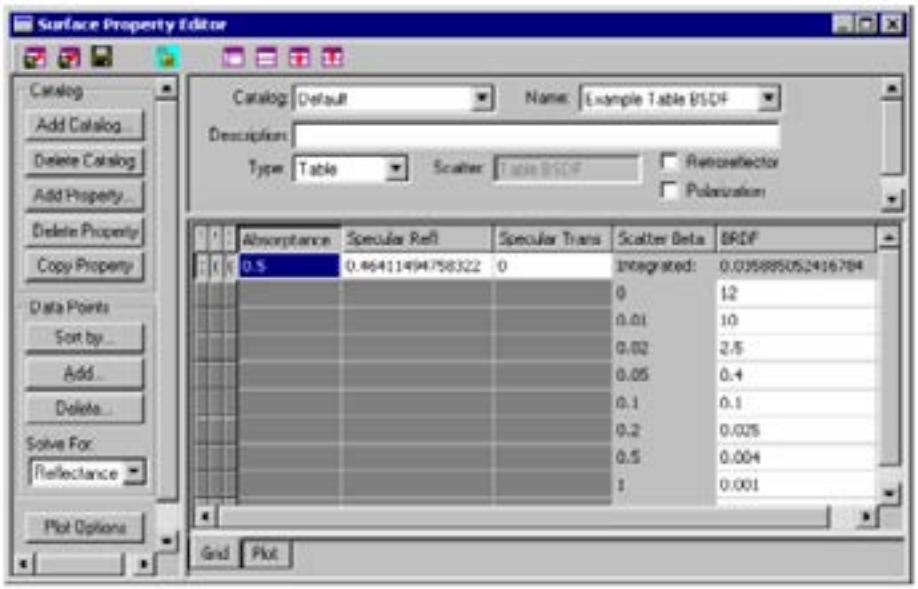

FIGURE 3.22 - Table BSDF surface property after entering 0.05 for absorptance and solving for Reflectance. The property is complete and ready for use.
9. エネルギー保存のための解決機能の使用 (必要に応じて) : 必要に応じて、解決機能を使用して、プロパティがエネルギーを保存するようにします。完成したサンプルサーフェスプロパティを図 3.22 に示します。